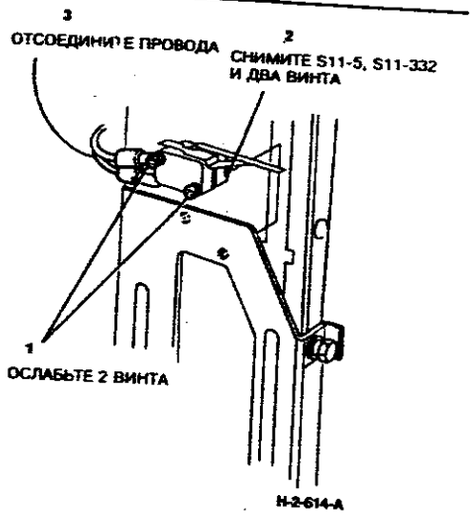

**Рисунок 1. Снятие датчиков S11-5 и S11-332**
3. (Рисунок 1) Снимите датчик нижнего предела (S11-5) и датчик исходного положения ячеек (S11-332).
*ПРИМЕЧАНИЕ: (Рисунок 1) Чтобы рычажок активатора датчика S11-5 не выпал, снимайте датчики S11-332 и S11-5 вместе с обоими крепежными винтами.*